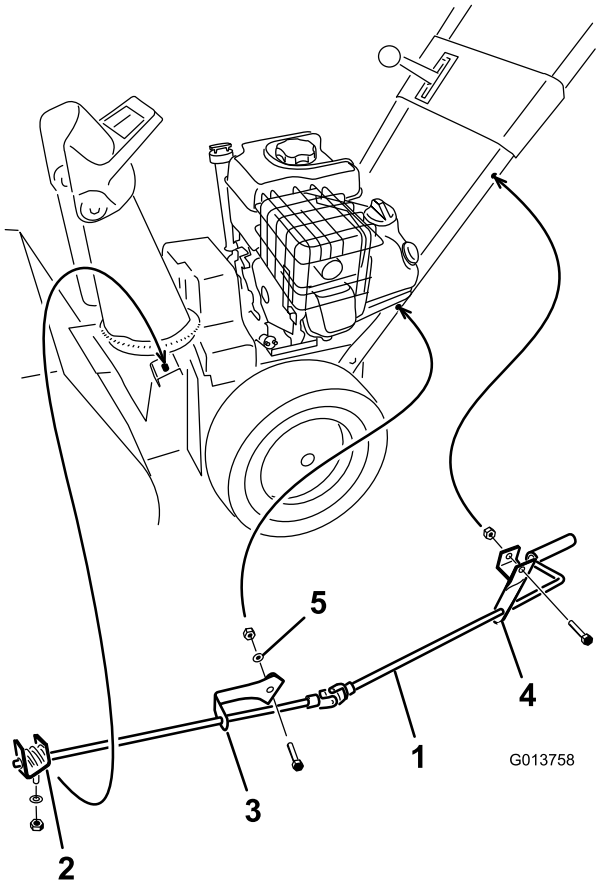

Figur 10
1. Fest den øvre sjaktkontrollbraketten (festet til sjaktkontrollstaget) til den øvre venstre siden av håndtaket med en skrue og låsemutter Figur 10.
2. Fest den øvre sjaktkontrollbraketten (festet til sjaktkontrollstaget) til den øvre venstre siden av håndtaket med en skrue, bueskive, flat skive og låsemutter (Figur 10).
6. Stram låsemutteren som fester de to sjaktkontrollbrakettene (Figur 10).